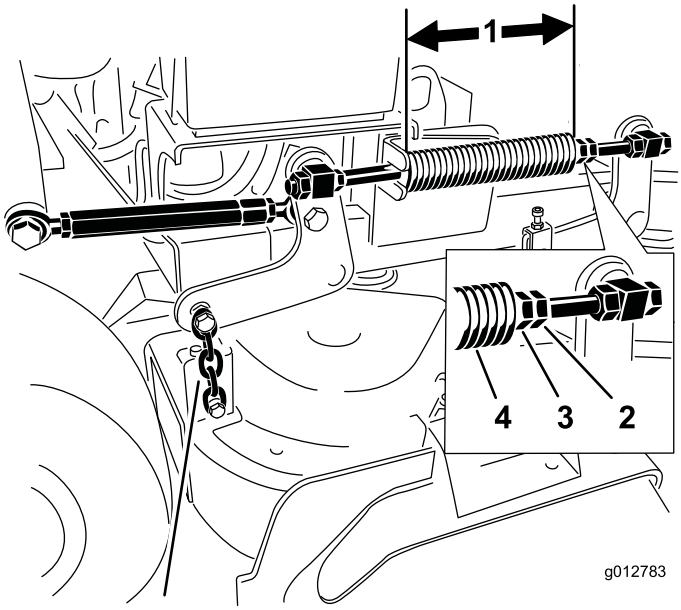

Figur 87
2. Kontroller trykfjederens længde. Den nominelle længde er 28,2 cm for 91 cm plæneklipperskjolde og 25,7 cm for 102 cm plæneklipperskjolde (Figur 87).
3. Juster denne afstand ved at løsne fjederkontramøtrikken og dreje møtrikken foran hver fjeder (Figur 87).
4. Lås møtrikken på plads ved at spænde fjederkontramøtrikken (Figur 87).